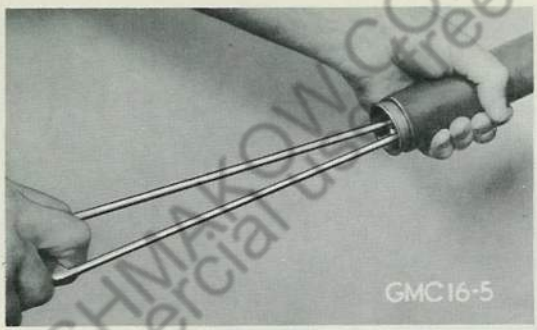
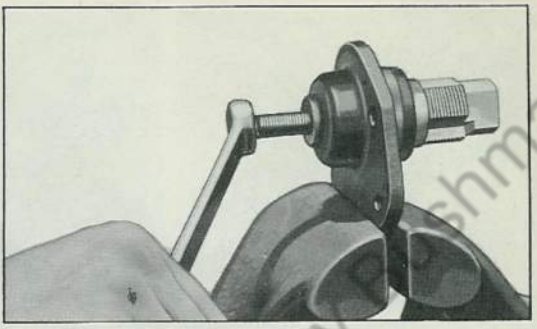

Fig. 12 Steering Column Jacket Bearing Removal
Fig. 13 Side Cover Bushing Removal
8. Upper worm barrel rollers and cage (16) come out with wormshaft (21). Use puller to remove bearing cup (15).
9. Remove wormshaft top bearing assembly from steering column jacket, using tool as illustrated in Fig. 12.
10. Take lock nut (27) off lash adjuster (31A) and unscrew lash adjuster from side cover (28). Slide lash adjuster with shim (31B) out of slot in end of sector shaft (31).
11. Remove bushing (30) from side cover (28), using tool as shown in Fig. 13.